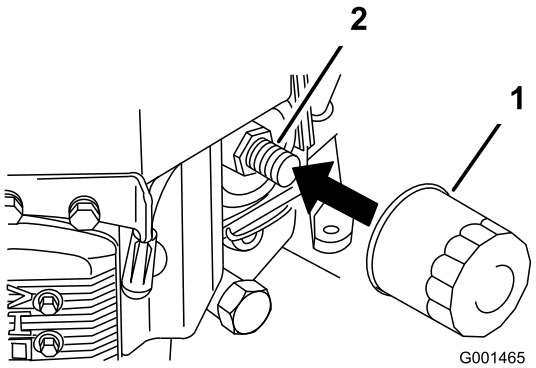

**Figure 31**
2. Retirez le filtre usagé (Figure 31).
3. Appliquez une fine couche d'huile neuve sur le joint en caoutchouc du filtre de rechange (Figure 31).
4. Posez le filtre à huile de rechange sur l'adaptateur, tournez le filtre dans le sens horaire jusqu'à ce que le joint en caoutchouc touche l'adaptateur, puis serrez le filtre de 3/4 de tour supplémentaire (Figure 31).